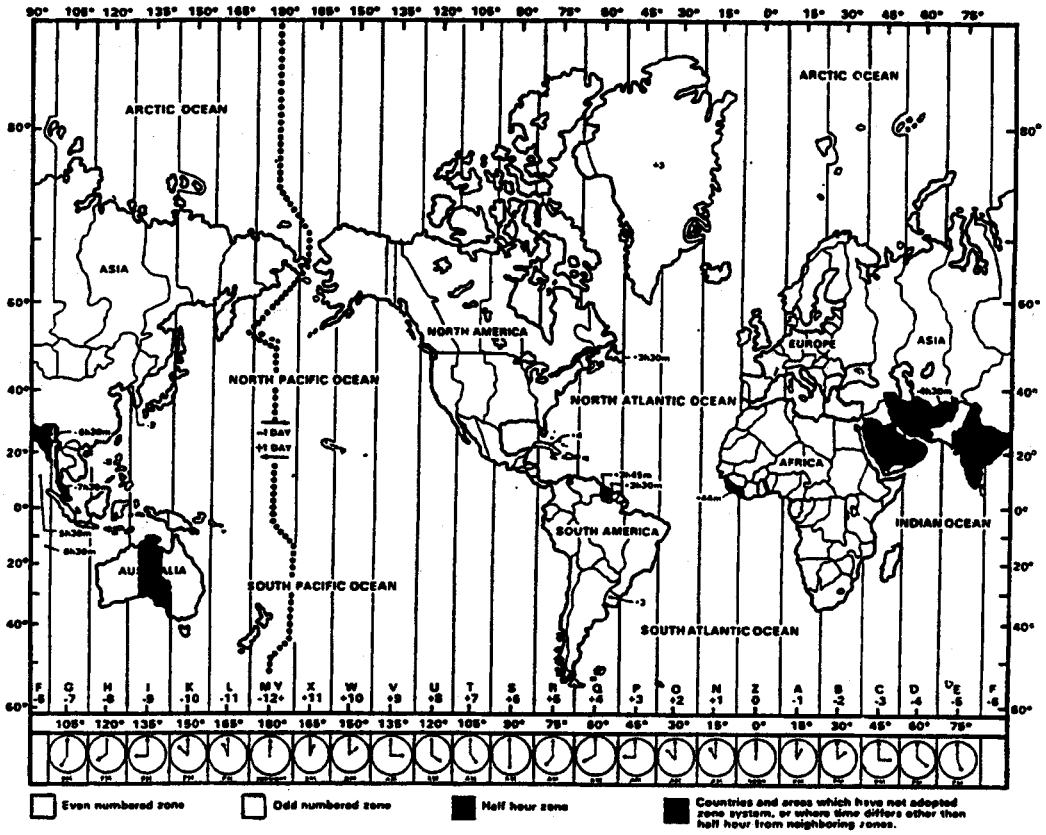

Figure 2
(1) Zulu time is used when assigning the DTG to messages or changing cryptographic codes such as authentication tables and encode/decode tables. Also, call- signs and frequencies change at a predetermined time using Zulu time. This is because units in other time zones change at the same time when using Zulu time. There is a chart which will indicate the conversions to Zulu time anywhere in the world. (See figure 2.)